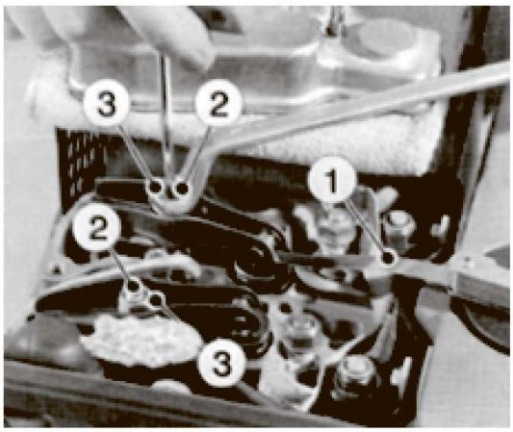

Рис. 13
- Проверьте зазор клапанов с помощью щупа (поз. 1) толщиной 0,10 мм (см. Рис. 13).